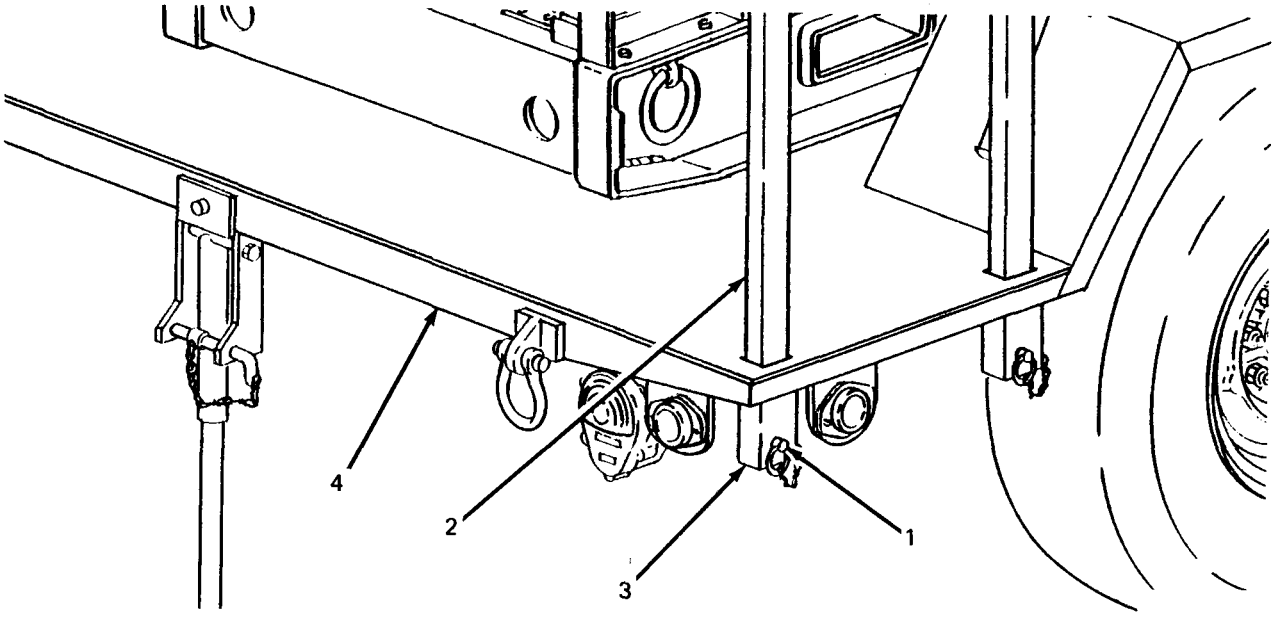

Figure 3-4. Bow Assembly Replacement.
(c) Remove two quick release pins (1, figure 3-4) securing each bow assembly (2) in pocket (3) on trailer body (4). Lift each bow out of pocket and off trailer body.
(a) Lift each bow (2, figure 3-4) onto trailer, aline bow ends with pockets (3) in trailer body (4) and drop bow in place. Secure each bow assembly with two quick release pins (1) provided.